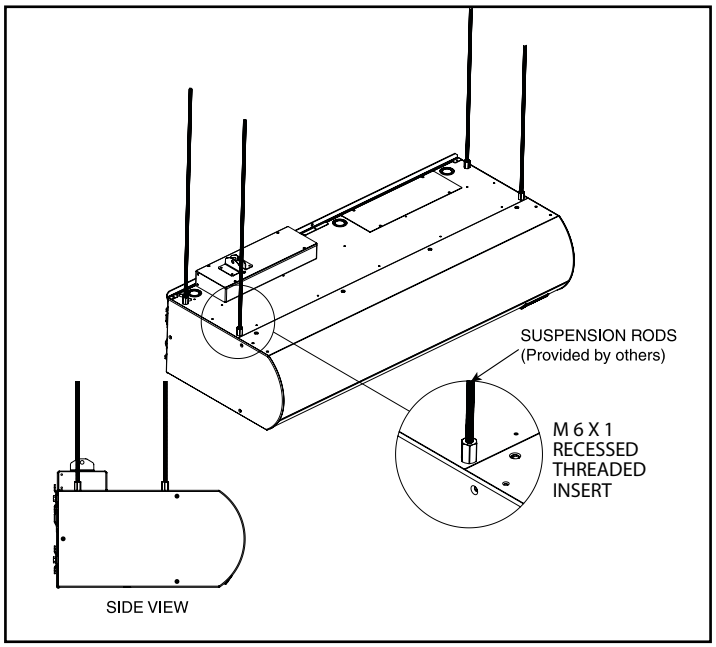

Figure 6 - Suspended Mounting
A. For top mounting using suspension rods, four (4) factory installed M6 x1 threaded inserts are located on the top of the unit. ***See Figure 6.***